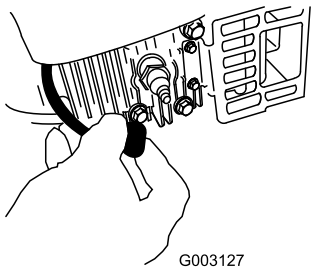

Figuur 34
2. Trek de bougiekabel los van de bougie (Figuur 34) alvorens onderhoudswerkzaamheden uit te voeren.